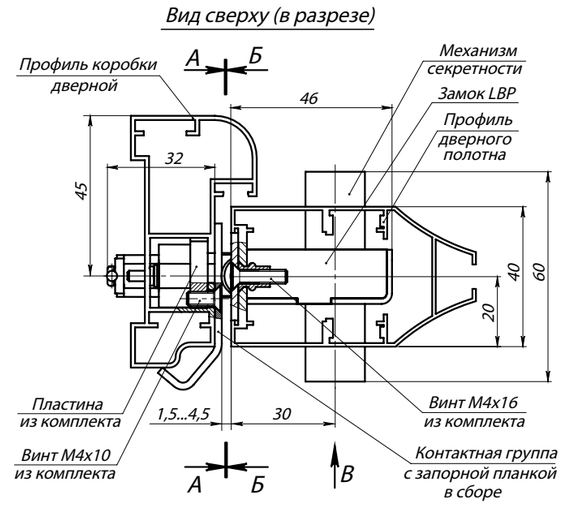

**Рис. 2. Замок с контактной группой PERCo- BP1 в сборе (виды А, Б и В изображены на установочных шаблонах)**
- профили дверного полотна Т34, Т53, Т81, Т85 и профиль дверной коробки Т72-14 (ООО «Петралюм»), или аналогичные им по своему сечению (см. рис. 2).
3. **Для замка с запорной планкой PERCo-BP1**. Установите замок (1) в заранее подготовленный паз в профиле дверного полотна и закрепите его двумя винтами М4х16 (5) из комплекта поставки (см. рис. 2).
- **Для запорной планки PERCo-BP1.** В профиль дверной коробки установите две пластины из комплекта поставки и зафиксируйте их винтами М4х10 (см. рис. 2). Установите запорную планку (6) в сборе с контактной группой (7) в заранее подготовленный паз в профиле дверной коробки. Закрепите запорную планку двумя винтами М4х10 (9) из комплекта поставки.
- **Для запорной планки PERCo-BP2.** Установите запорную планку (6) в сборе с контактной группой (7) в заранее подготовленный паз в профиле дверной коробки. Подложите под точки крепления запорной планки стойки из комплекта, после чего закрепите ее на профиле дверной коробки двумя винтами М4х25 (9).